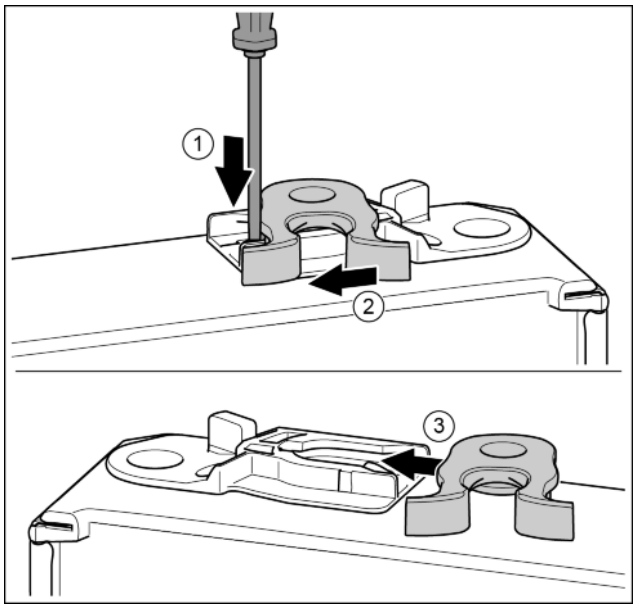

Fig. 18
- ▶ Push the lug downwards with a slotted screwdriver. *Fig. 18 (1)*
- ▶ Pull the door latch out of the guide. *Fig. 18 (2)*
- ▶ Push the door latch into the guide on the other side. *Fig. 18 (3)*